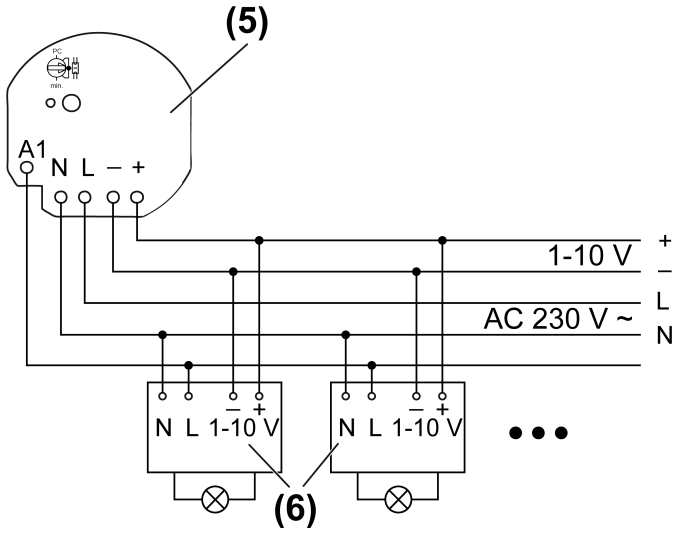

Bild 2: Anschlussbeispiel
- Aktor (5) und 1-10 V-Vorschaltgeräte (6) gemäß Anschlussbeispiel anschließen (Bild 2). Dabei die Herstellerangaben des Vorschaltgerätes beachten.
- Aktor so in die Gerätedose einsetzen, dass Taste **Prog** (2) und Status-LED (3) sichtbar sind.